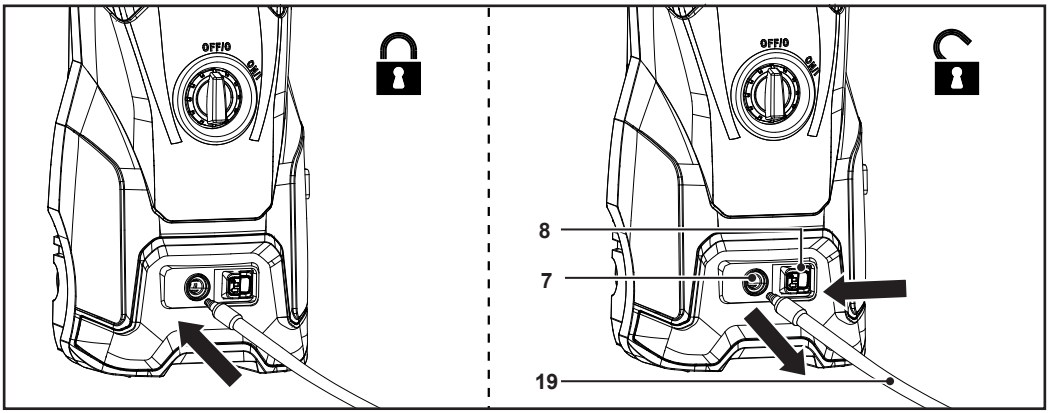

Fig. 5
1. Para conectarla, inserte la manguera de presión (19) en la salida de agua (7). La manguera de presión hace un ruido cuando encaja en su sitio (Fig. 5).
2. Para desconectarla, deslice el botón deslizante (8) hacia la salida de agua (7) (Fig. 5). Al mismo tiempo, extraiga la manguera de presión (19) de la salida de agua (Fig. 5).